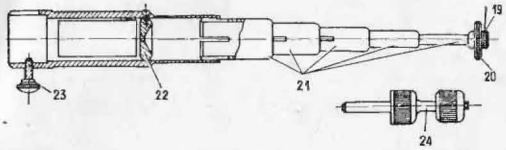

Рис. 4. Насадка для проведения спиц:
4.12. Насадка (рис. 4) предназначена для проведения спиц через кости.